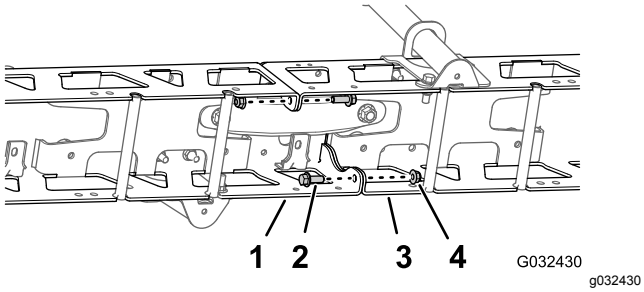

Rysunek 52
1. Odkręć 2 śruby kołnierzowe (⅜ x 1 cal) i 2 nakrętki zabezpieczające (⅜ cala) mocujące pionowe kołnierze lewej i prawej ramy kratownicowej (Rysunek 52).